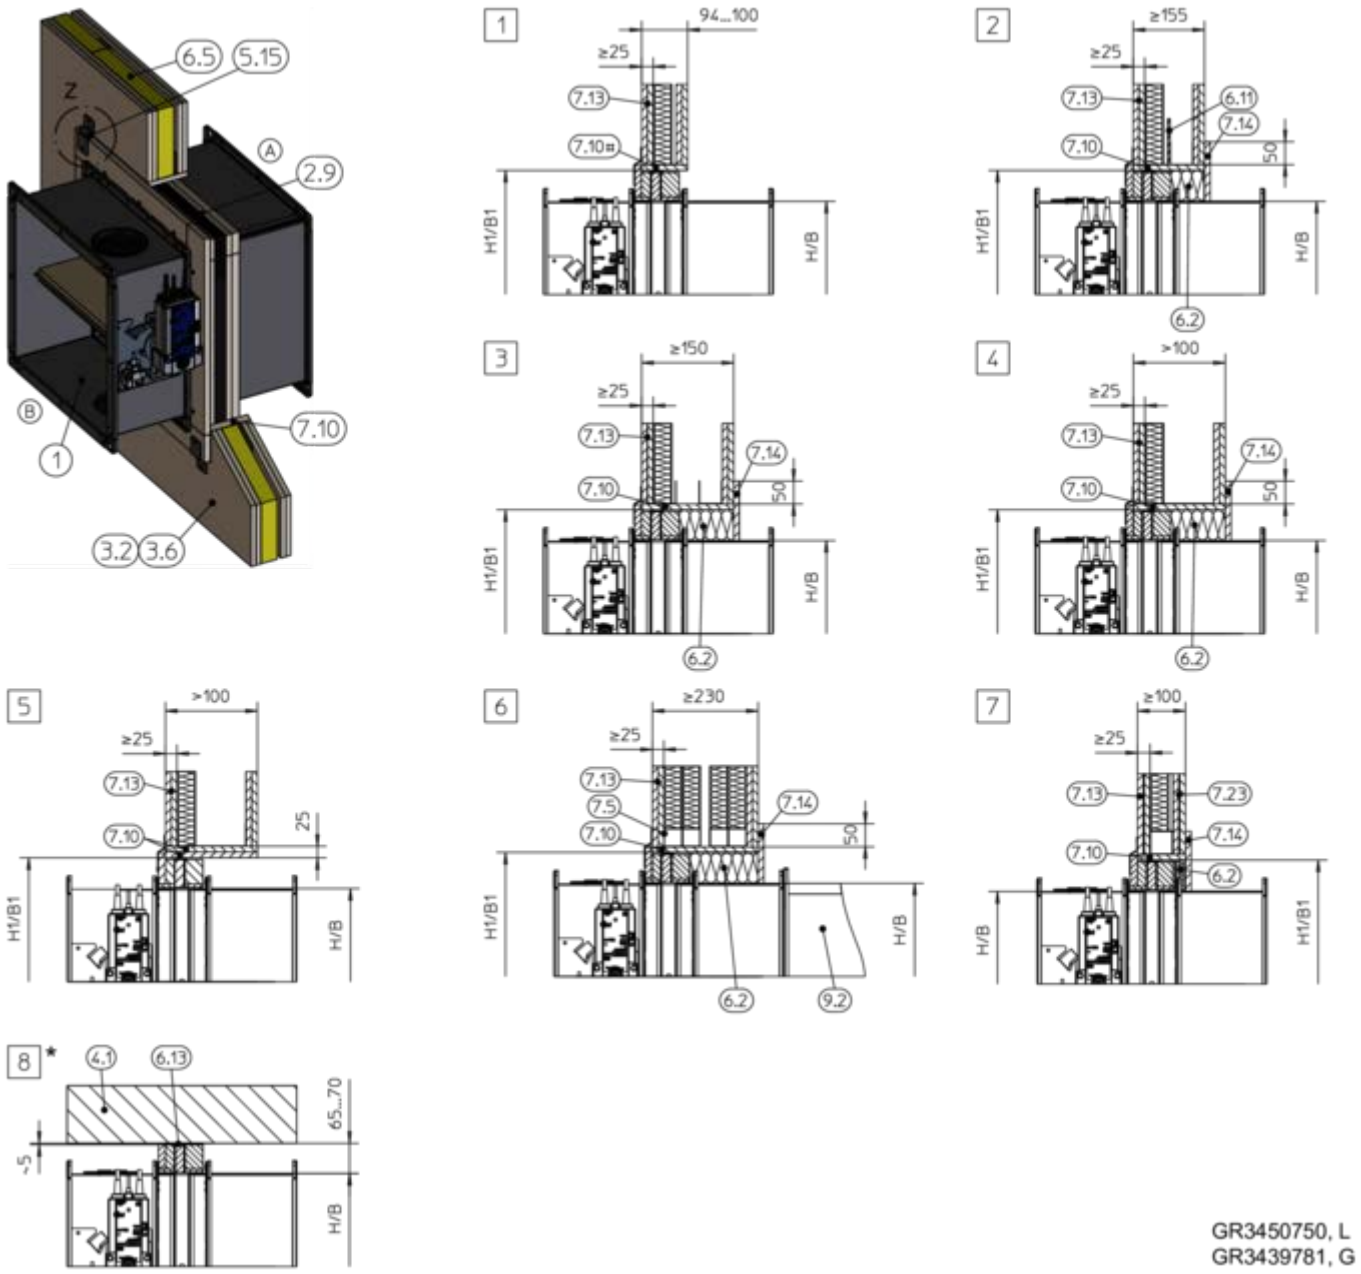

Fig. 32 : Montage à sec sans mortier dans une cloison légère de séparation avec un kit de montage ES
- Distance de 65 – 70 mm entre le clapet coupe-feu doté d'un kit de montage raccourci et les éléments de construction porteurs, voir Fig. 32 / Fig. 33 , détail 6